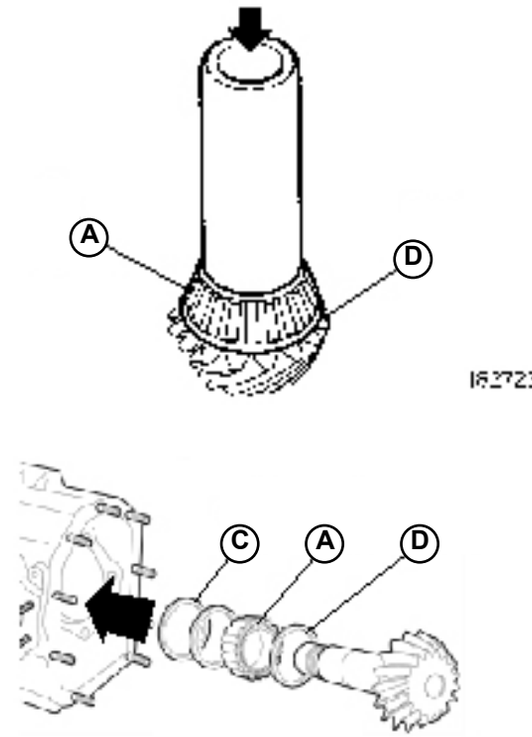

Fig.3
- tentative adjustment shim (**D-Fig.3**): sD=1,5 mm;
- the taper roller bearing (**A-Fig.3**) by means of a suitable pad;
- the tentative spacer (**C-Fig.3**): sC=16.85 mm (total).